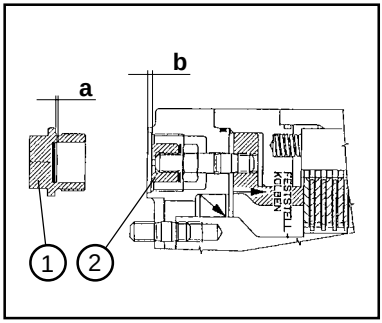

Figure 8-34
(5) Déterminer le jeu de libération (l = b - a) (Fig. 8-34). Pour cela, déterminer l´écart "a" (8-34/a) entre les disques de butée et l´arête de vis du bouchon fileté, ainsi que la dimension "b" (8-34/b) entre le manchon et la fraisure du boîtier.